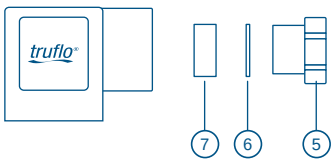

Fig. 4
- Feed the connecting cable into the junction box via the screw connection (pos. 5), the clamping ring (pos.6) and the rubber insert (pos. 7) and subsequently connect the wires as displayed in the connection diagram (see Fig. 4).